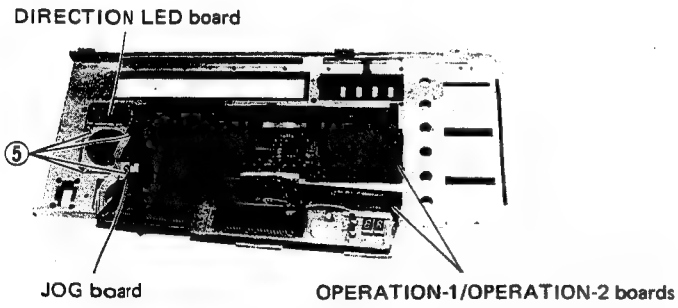

Fig. 1-12
3) Take apart the OPERATION-1, COUNTER and FRONT LED boards (see Fig. 1-12).
2) After removing the screw ⑤ fixing this assembly to the front panel, take off the main body of this assembly. (see Fig. 1-12)